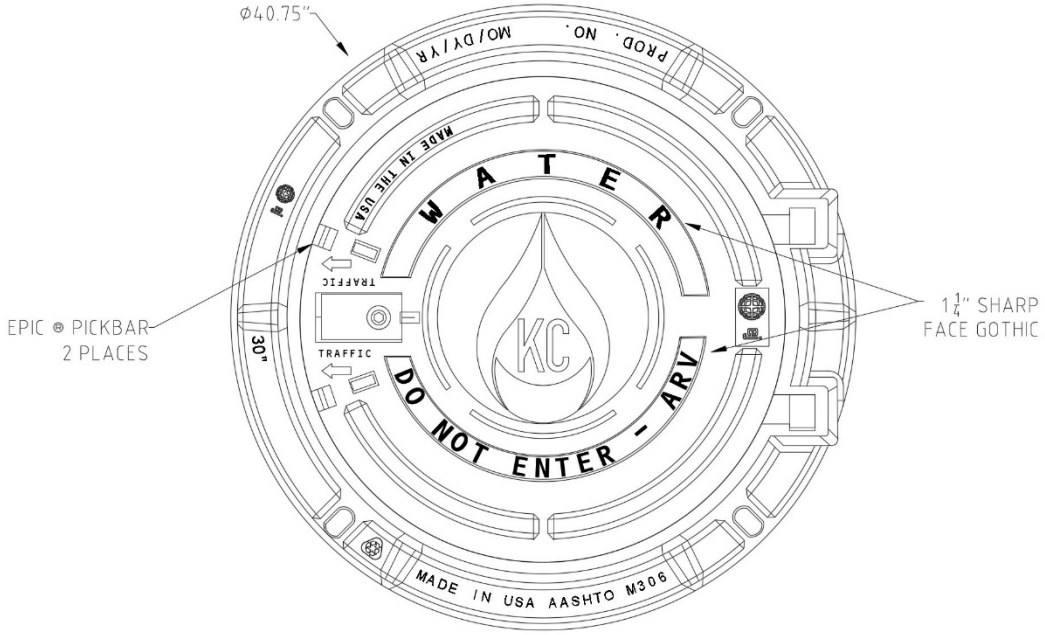
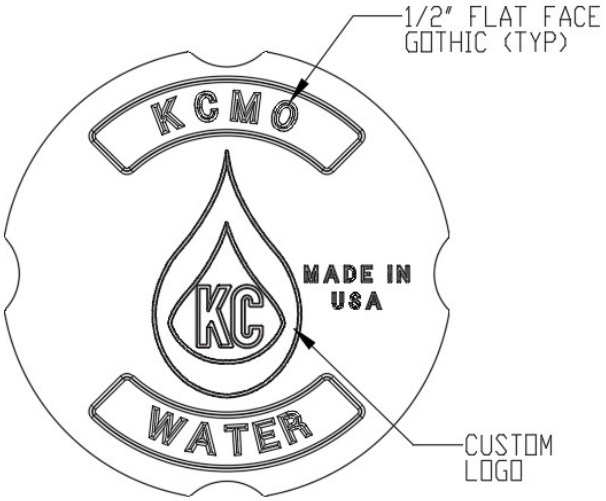

Figure 2: Standard Air Release Vault Markings
Figure 3: Standard Valve Cover Markings
B. Markings – See Figure 2 at the end of this section for approved markings.
A. Valve box lids and covers shall be as specified and shall be of the type suitable for the application. The valve box lid and cover shall be circular and the covers indented at the twelve (12) o'clock, three (3) o'clock, six (6) o'clock and nine (9) o'clock positions for ease of removal.
B. Markings – See Figure 3 at the end of this section for approved markings.